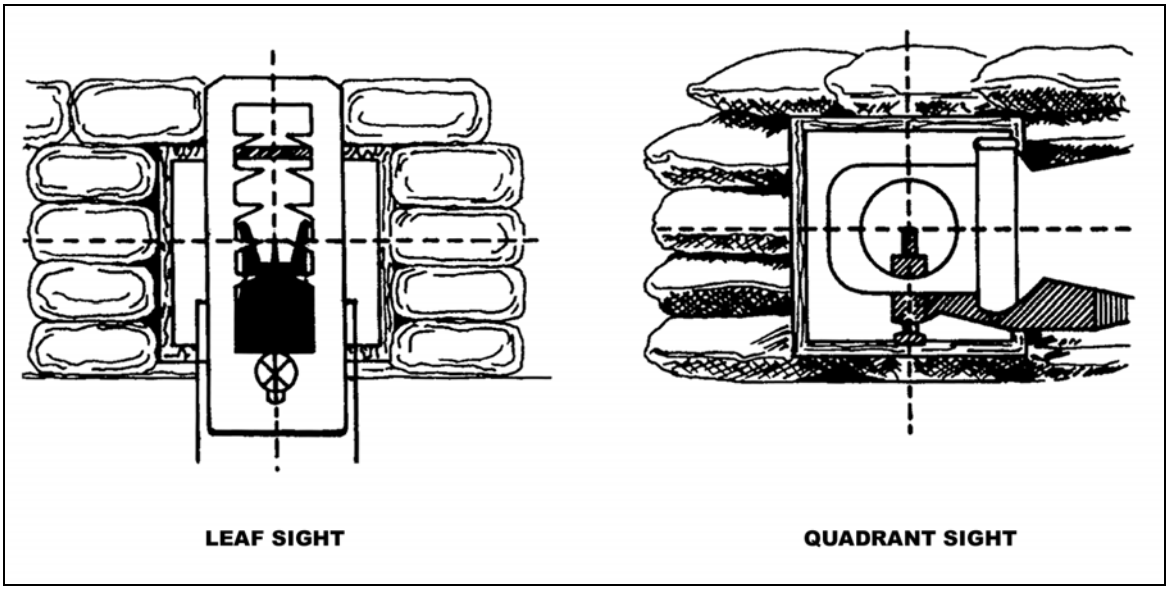

Figure 5-17. Sight pictures for leaf and quadrant sights.
(1) ***Aligning Sight***. When using the leaf sight, align it with the front sight post of the M16. When using the quadrant sight, align its rear sight aperture with its front sight post. Picture a horizontal line through the center of the leaf sight or rear sight aperture: the top of the M16's front sight post should touch this line. Picture a vertical line through the center of the leaf sight or rear sight aperture: this line should vertically bisect the front sight post (Figure 5-17).